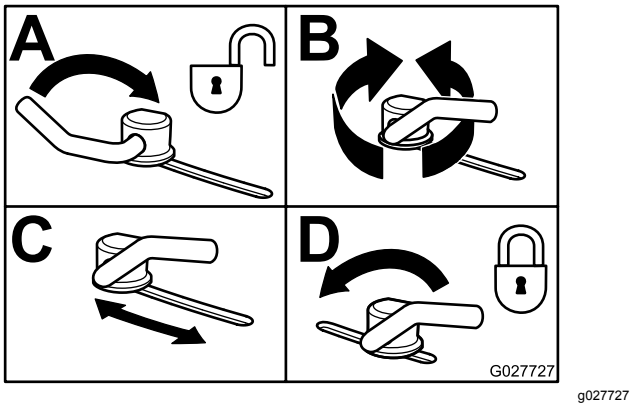

**Figuur 38**
3. Om de sluitnokken te verstellen, draait u de hendel omhoog om ze los te maken (Figuur 38).
5. Draai de hendel terug om de plaat en de sluitnokken vast te zetten (Figuur 38).